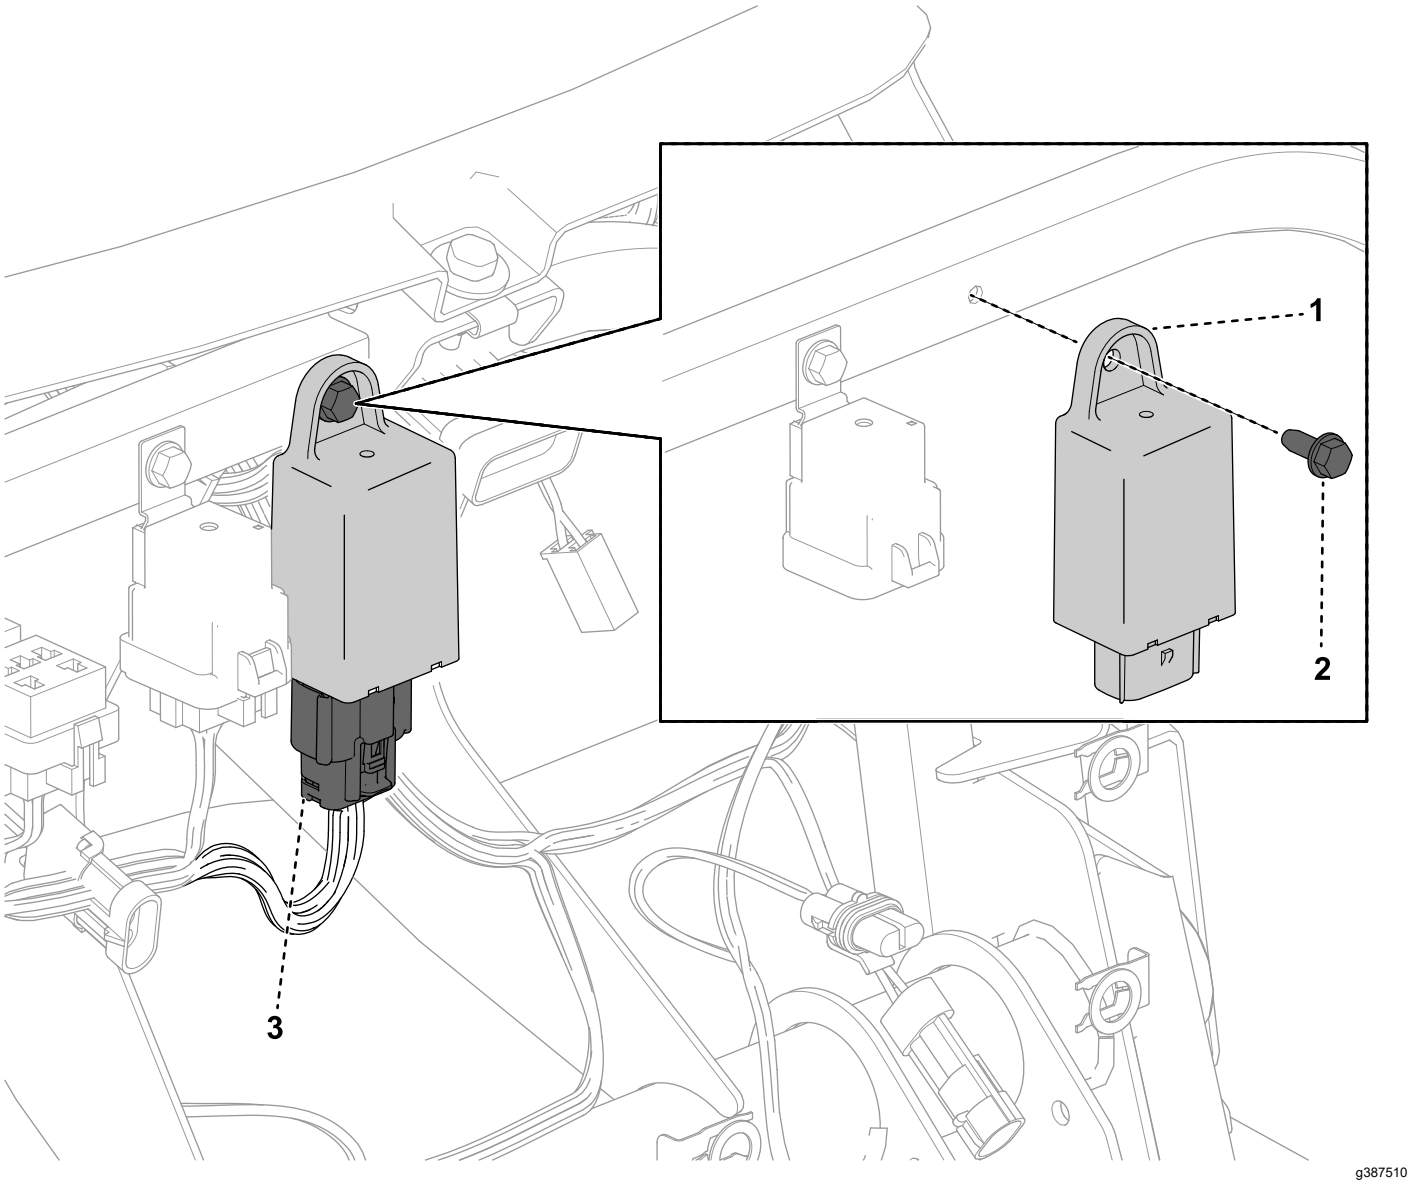

Figura 6
1. En el tubo de sujeción del salpicadero de la máquina (Figura 5), fije el relé de intermitencia en dicho tubo con el perno de cabeza hexagonal (Figura 6).
2. Localice el conector del arnés de cables de la máquina con la etiqueta SIGNAL MODULE (Módulo de señal) y enchufe el conector en el relé de intermitencia (Figura 6).